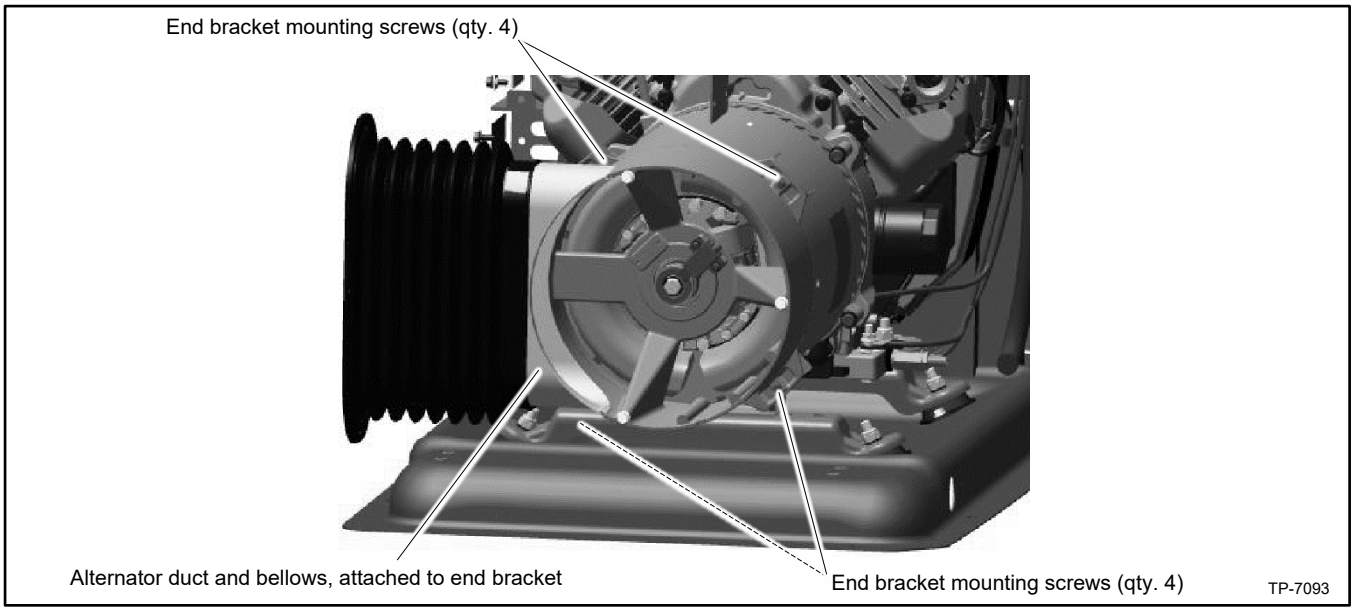

Figure 122 End Bracket Mounting Screws
29. Remove the end bracket assembly by removing four screws shown in Figure 122.